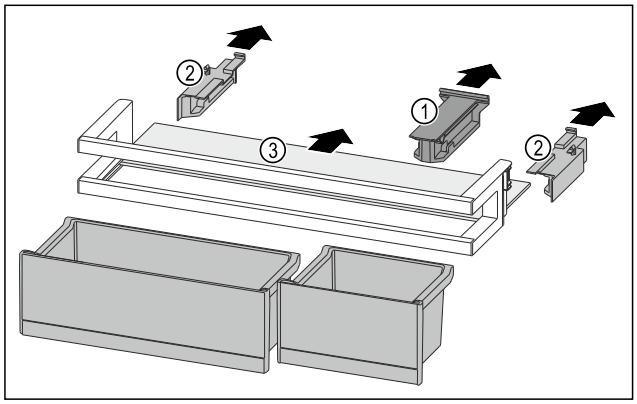

Fig. 239
▶ Desprindeți piesa de susținere *Fig. 239 (1)*.
▶ Desprindeți piesele laterale *Fig. 239 (2)*.
▶ Extrageți raftul *Fig. 239 (3)*.